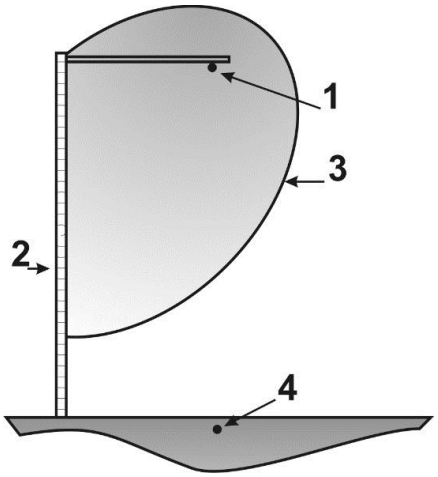

Рис. 4.2
4.6 При размещении ВП 1 вблизи проводящего заграждения 2 (металлической сетки, решетки, армированных панелей и т. д.), как показано на рис. 4.2, зона обнаружения 3 может концентрироваться между ВП 1 и заграждением 2, а нижний провод 4 может быть проигнорирован. Поэтому ВП ЧЭ необходимо отодвинуть от заграждения, чтобы расстояние от него до поверхности земли было меньше расстояния до заграждения. В противном случае, возможно снижение периода ложных тревог из-за нестабильности проводящих свойств заграждения.
4.15 При приближении ВП ЧЭ к проводящим заграждениям (из колючей проволоки или др.) ближе расстояния от ВП до НП, происходит деформация ЗО см. рис. 4.2.